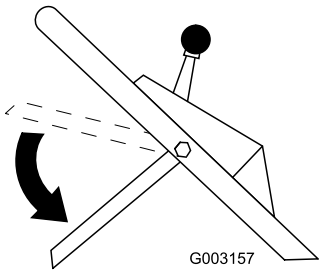

Figuur 17
8. Zet de bedieningsstang omlaag in de laagste positie (Figuur 17).